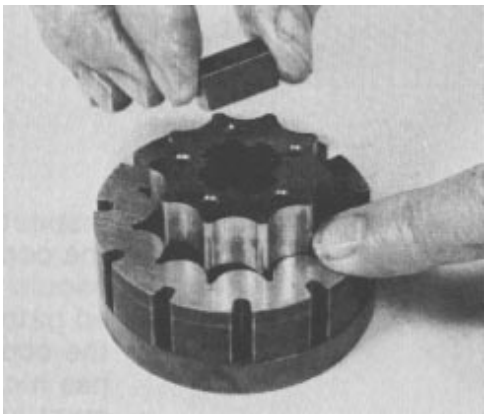

Figure 50
34. Remove the drive link spacer (Fig. 50). Replace it if it grooved or worn.